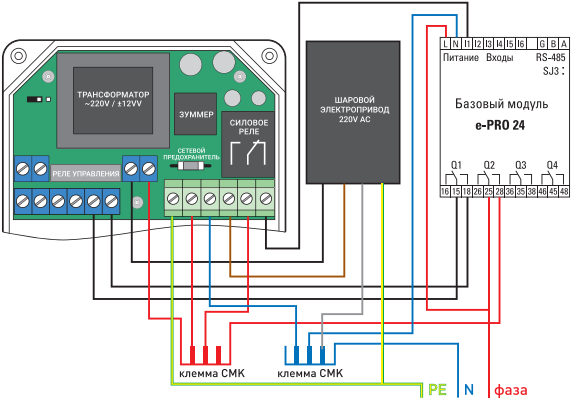

Рис. 8 Схема подключения
6.1 Соберите схему подключения системы AquaExpert совместно с контроллером ePRO 24 согласно рис. 8.